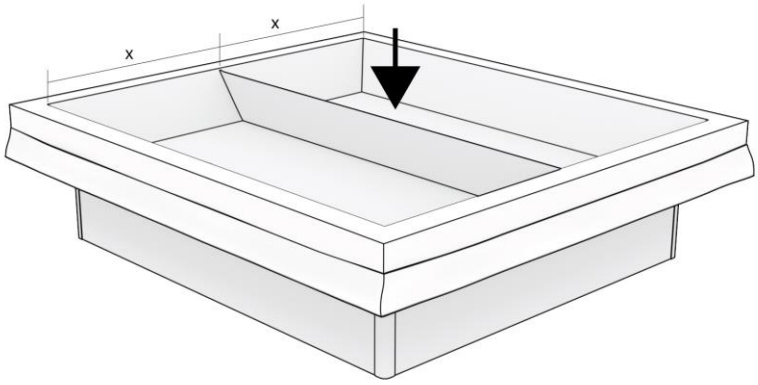

Abbildung 14: Installieren des Dividers.
Schritt 13. Bei einer Duo-Version installieren Sie den Divider genau in der Mitte des Sicherheitsfutters, so dass der Abstand 'x' zum Rand auf beiden Seiten gleich ist, wie in Abbildung 14 dargestellt.